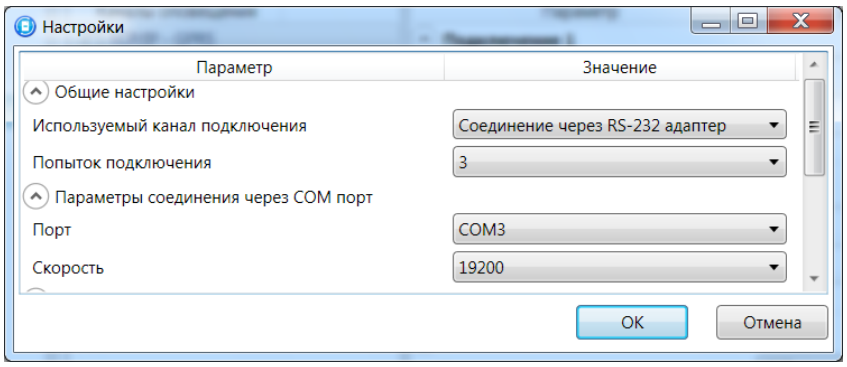

Рис. 4.2. Параметры подключения с помощью адаптера RS-232
2. Войдите в меню *Настройки* в основном окне программы, в результате чего откроется окно *Настройки* (рис. 4.2). Задайте в нем перечисленные ниже параметры и нажмите кнопку *OK*.